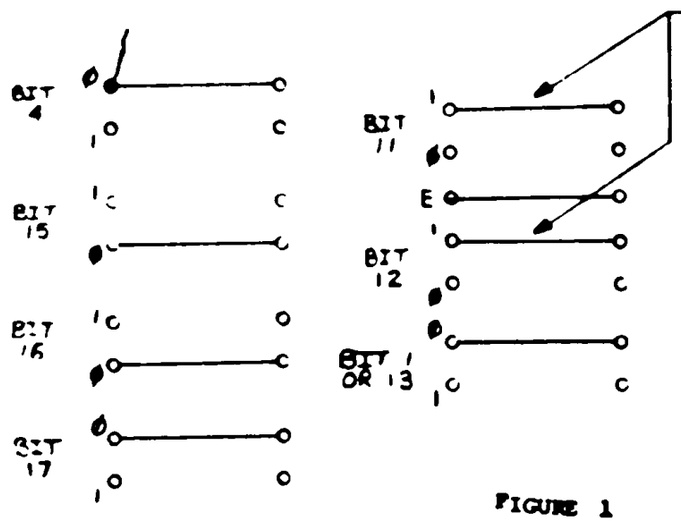
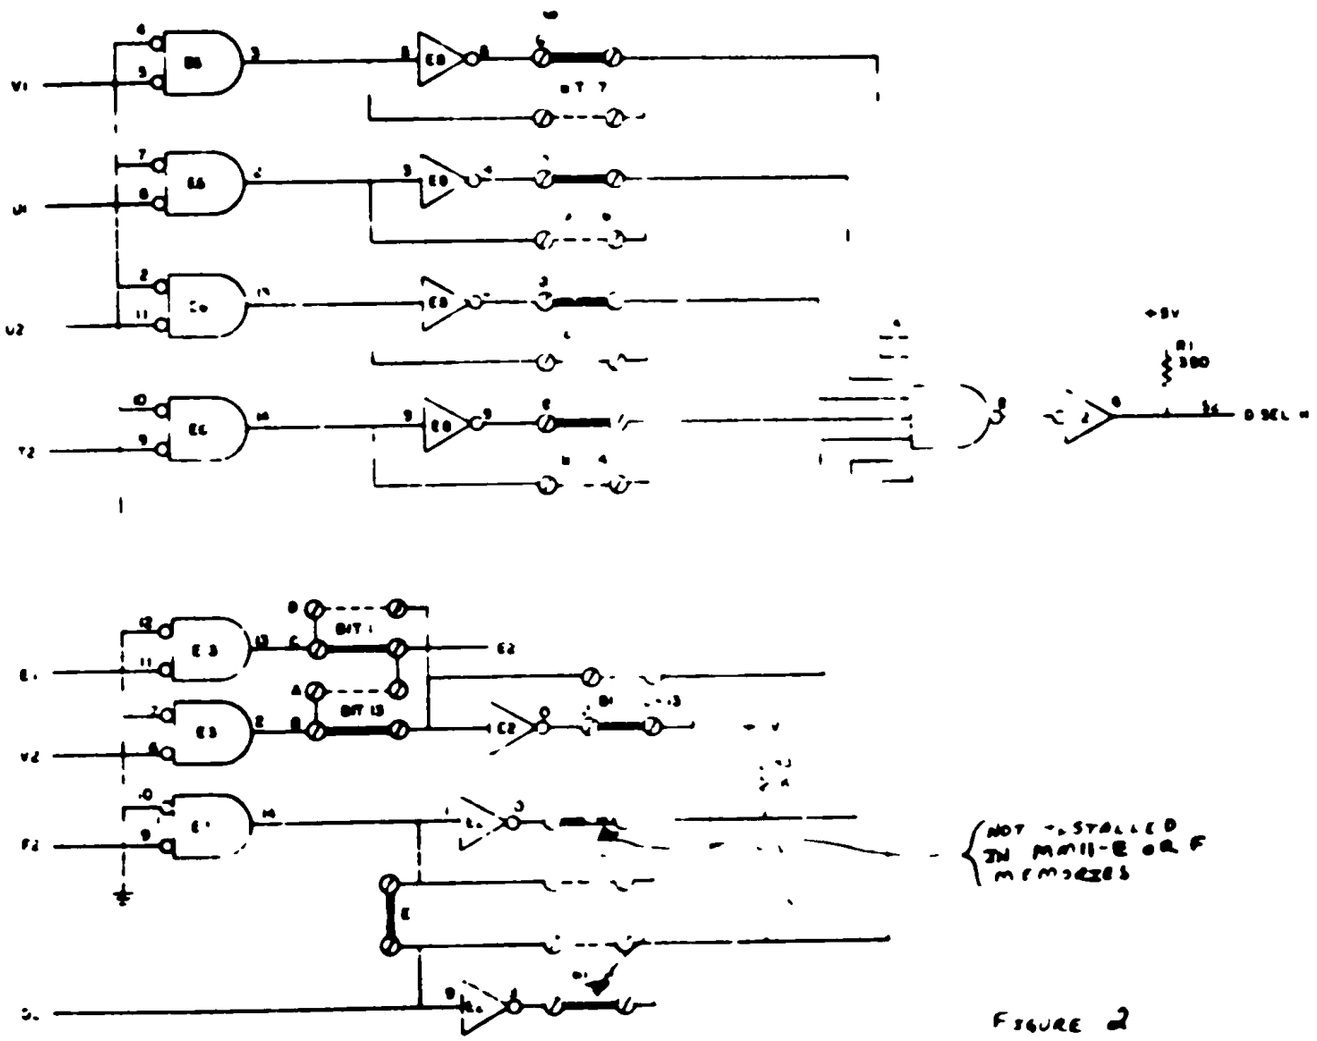

FIGURE 1
FIGURE 2
Both the M811-E and M811-F memories now utilize M1#91 address selector modules. Figure 1 shows the circuit schematic of the M1091 address selection logic. Figure 2 shows a layout of that portion of the physical module where the addressing is accomplished by insertion or removal of jumper wires. Table 1 lists the following:
b. K Words - This indicates the word quantity for a specific bank in thousands (K) words.
d. Bits 17, 16, 15, 14, 13 and #1 Non-Interleaved These columns show, by an X, that jumper which should be installed in order to respond to a specific memory bank addressing. The 1, #, A, B, C and D correspond to the identification shown on the module, figure 1, and figure 2.